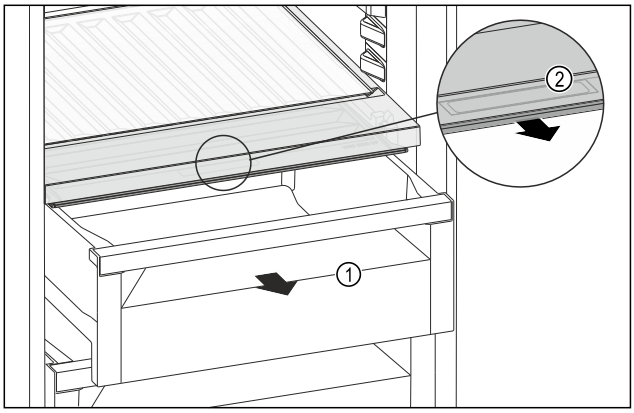

Fig. 148
▶ Pull out the drawer *Fig. 148 (1)*.
▶ Grasp the recessed grip *Fig. 148 (2)* on the compartment lid and pull the compartment lid forwards at the same time.